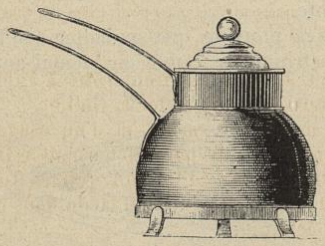

Fig. 321. — Bouillotte électrique.
Supposons les bornes de la bouillotte, par exemple (fig. 321), fixées en deux points d'une canalisation présentant une différence de potentiel de 100 volts, et qu'un ampèremètre indique qu'un courant de 4 ampères (1) traverse le fil. En une seconde le fil reçoit environ $\frac{1}{9}$ de calorie ; il faudrait donc, en négligeant toute déperdition, près d'un quart d'heure pour porter à l'ébullition 1 kilogramme d'eau placé dans la bouillotte.